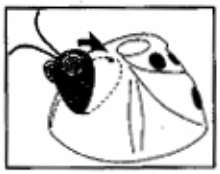

Figure 2
2. **Head Installation -** Insert the tab at the bottom of the head into its corresponding hole on the cleaner body. Then swing the top of the head forward. Align tab with top hole. Apply forward pressure until head snaps firmly in place. (See Fig. 2)